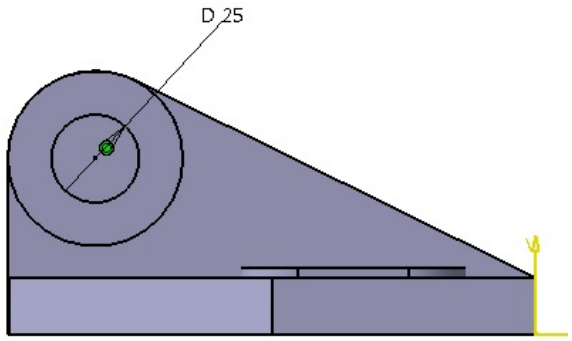

Figure 5-78 *Sketch for fifth feature*
e. Create the fifth feature of the model, which is **Pocket** feature, by drawing the sketch on the front face of the fourth feature, refer to Figures 5-78 and 5-79.
2. Draw the sketch for the fifth feature, as shown in Figure 5-78, and then exit the **Sketcher** workbench.